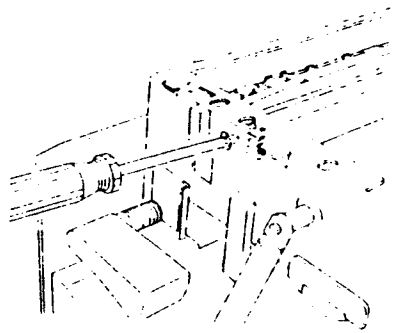

Рис. 2 NZM-0056
7. (Рис. 2): Ослабьте винт крепления тросика на каретке полного хода.